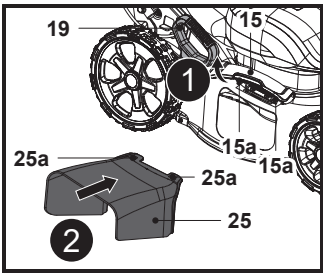

Fig. 14
1. Pune maneta de reglare a înălțimii de tăiere (19) mai sus de a doua cea mai joasă poziție.
2. Rotește deflectorul lateral (15) către motor și ține-l în poziție (fig. 14, pasul 1).
3. Aliniază și fixează fantele (25a) din dispozitivul de evacuare laterală (25) pe piedicile (15a) deflectorului lateral (15) (fig. 14, pasul 2).